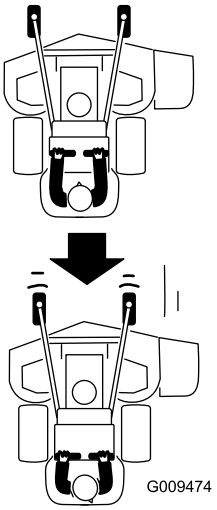

Figur 24
2. Dra bevegelseskontrollspakene langsomt bakover (Figur 24).